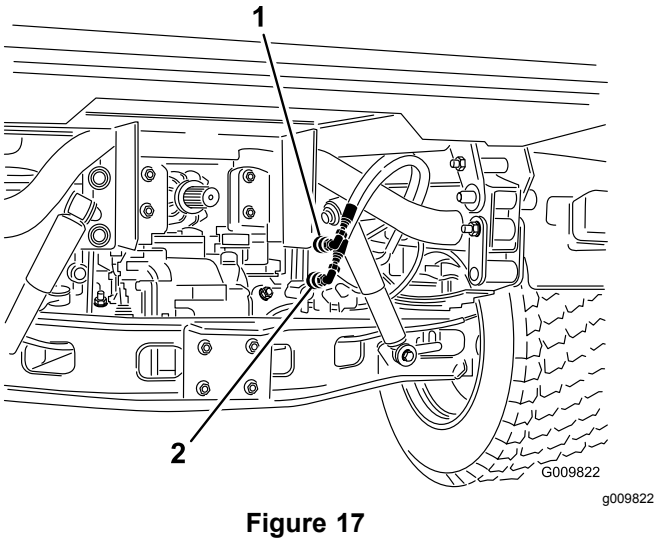

Figure 17
2. On vehicles with serial numbers 240000001 and up, disconnect the 2 lift-cylinder hoses from the couplers secured to the coupler bracket (Figure 17). Insert the caps into the cylinder hose quick couplers.